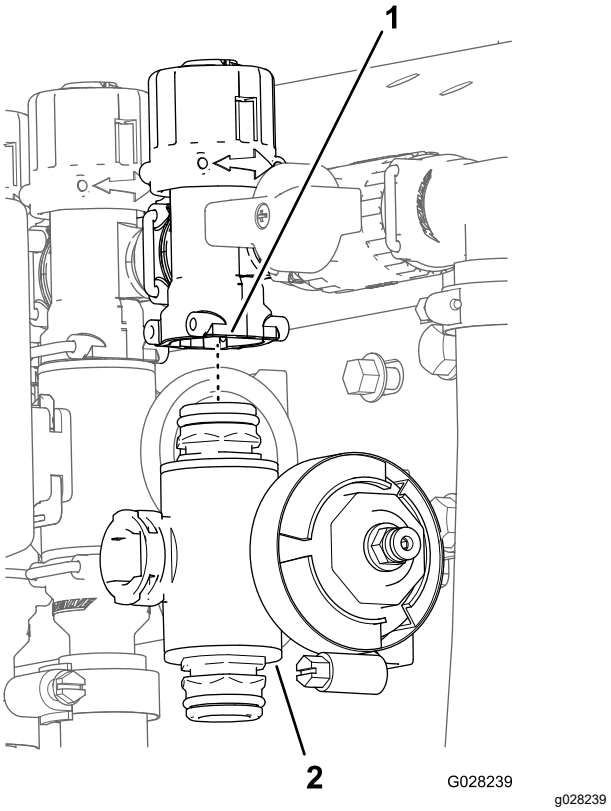

Figur 76
3. For venstre eller højre sektionsventiler skal flangehovedskruerne og flangelåsemøtrikkerne, der fastgør sektionsventilen/-erne til ventilbeslaget, afmonteres, og ventilmanifolden/-erne skal afmonteres fra maskinen. For den midterste sektionsventil skal sektionsventilmanifolden afmonteres fra maskinen (Figur 76).